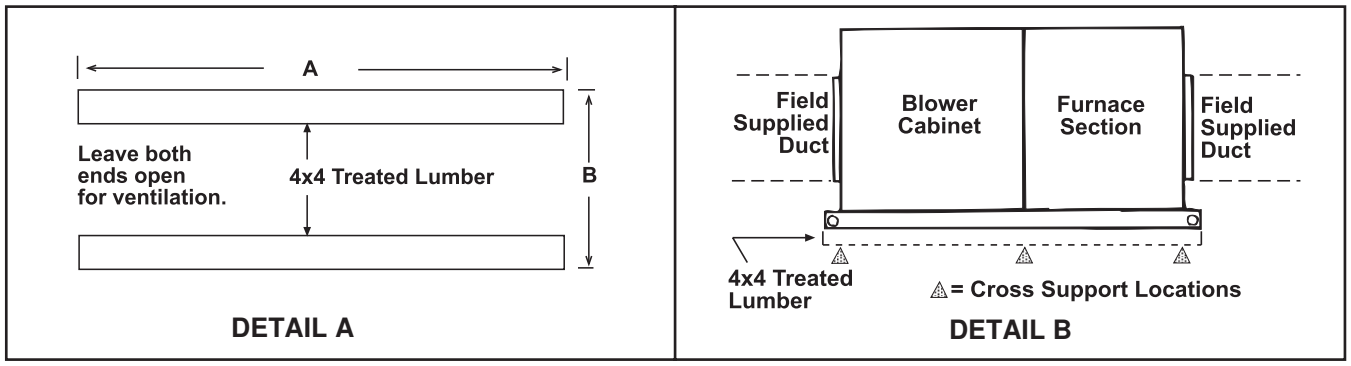

Figure 3. Field-Supplied Support Assembly (Refer to Table 6)
1. Cut treated 4 × 4 wooden rails for length in accordance with dimension A (see **Figure 3**, DETAIL A).
2. Space rails in accordance with dimension B (see **Figure 3**, DETAIL A) so that curb cap skirt fits over edge of boards with rails sitting inside horizontal length of curb cap. If rails are being laid directly on roof, position them as shown in **Figure 3**, DETAIL A).
3. If rails are not being placed directly on roof surface, install cross-supports underneath rails at ends of unit and at all cabinet joints: between blower cabinet and furnace section and between furnace and optional downturn plenum (see **Figure 3**, DETAIL B).
NOTE: The field-supplied, weather-resistant cross-support structure must be adequate for the weight of the system. Cross-supports should run the entire width of the system to support the rails at the recommended locations (see Figure 3, DETAIL A).
Dimension (See Figure 3)	Unit Size